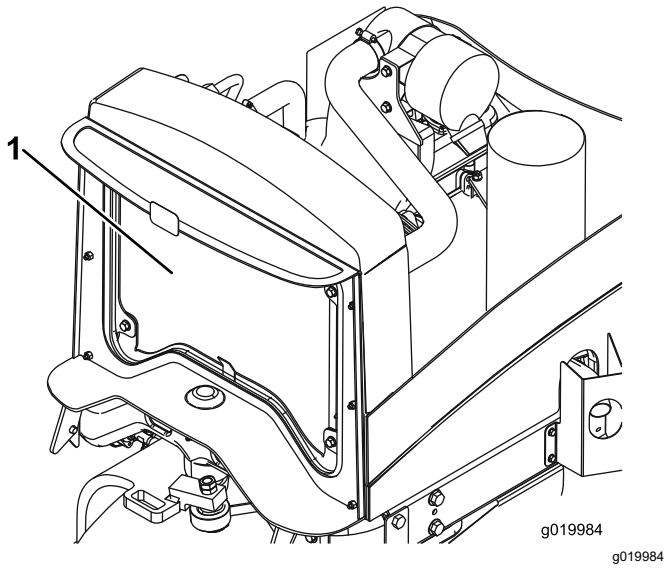

Figur 58
4. Rengör ordentligt med tryckluft på båda sidorna av kylaren (Figur 58).